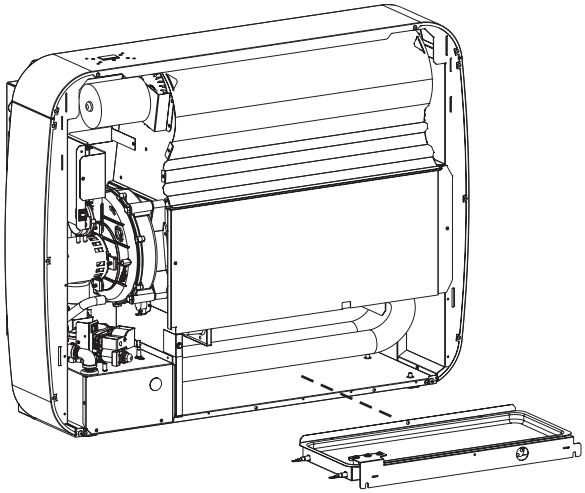

Figure 5
7. Retrieve the heated tray assembly and insert it into the bottom of the wall furnace's heat exchanger compartment. Make sure not to pinch any wires. **See Figure 5.**